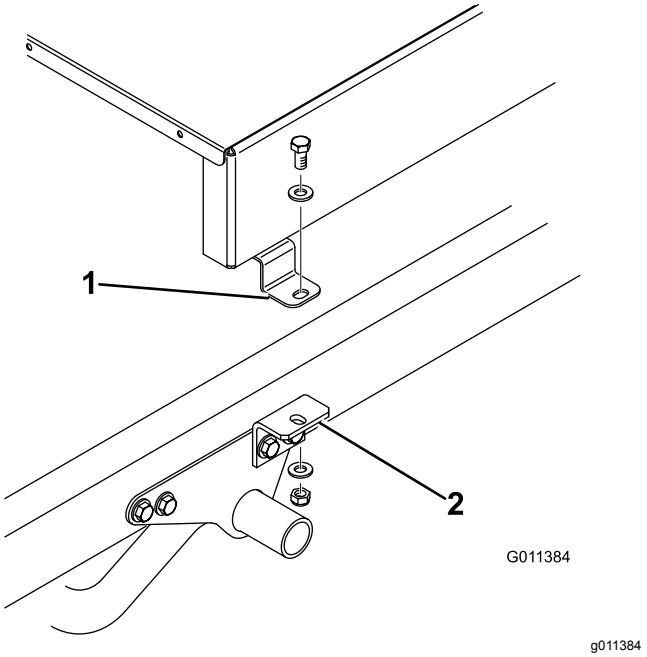
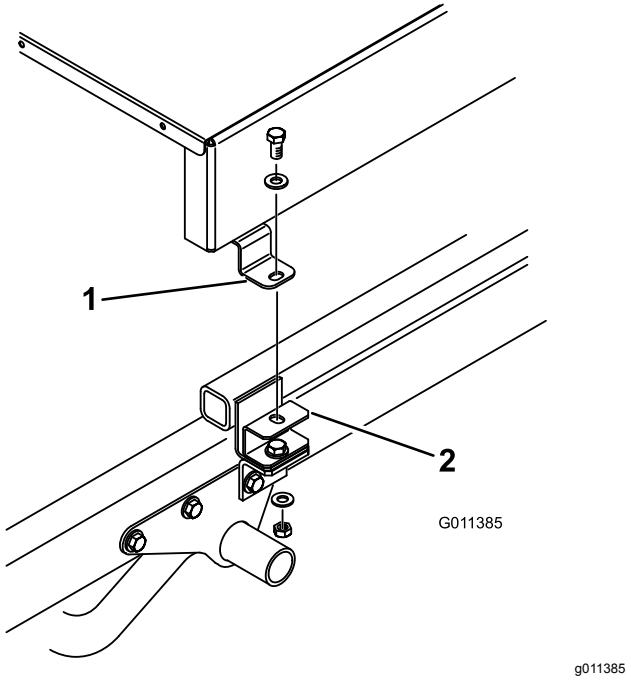

Figur 9
Figur 10
7. Fest toppen av hver tilbehørsbrakett (Figur 9) eller hvert avstandsstykkefeste (Figur 10) løst på monteringstappen på hver side av overgjødsleren med en hodeskrue (½ x 1 tomme), to flate skiver og låsemuttere. Stram til alle festene.